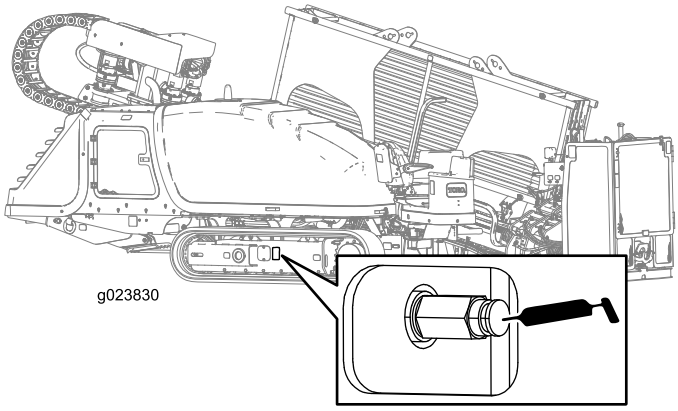

Figure 139
2. Enlevez les saletés et les débris déposés autour du graisseur de tension de la chenille (Figure 139).
4. Injectez de la graisse dans le graisseur jusqu'à ce que la tension atteigne 310,26 bar (4 500 psi), comme montré à la Figure 139.
4. Tournez le graisseur dans le sens antihoraire **d'un tour seulement** (Figure 139).